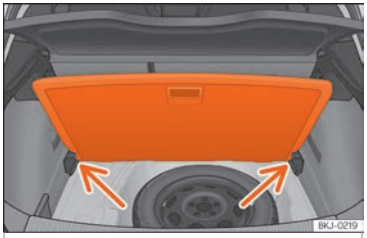

Fig. 115 Variable luggage compartment floor: inclined position.
- Rest the floor on its housings ››› Fig. 115 (arrows).